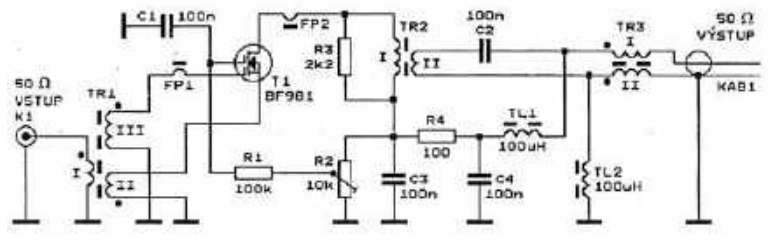

Rys. 3. Schemat przedwzmacniacza antenowego HF
do kompensacji strat kabla koncentrycznego o długości do 200 m. Impedancja we/wy urządzenia wynosi 50 Ω, a wzmocnienie napięciowe 20 dB. Schemat układu elektronicznego pokazuje **rysunek 3**. Tranzystor MOSFET BF981 (T1) pracuje z niewielkim ujemnym sprzężeniem zwrotnym w obwodzie źródła, co skutkuje większą odpornością na przesterowania oraz mniejszymi szumami własnymi. Punkt pracy stopnia jest ustalany napięciem polaryzacji drugiej bramki za pośrednictwem potencjometru R2. Każdy z transformatorów jest nawinięty drutem DNE0,2 na dwuotworowym rdzeniu ferrytowym BN-73-202. Liczby zwojów cewek transformatora wejściowego TR1 wynoszą odpowiednio: I–3, II–2, III–14. Uzwojenie pierwotne TR2 ma 11 (I) zwojów, a wtórne 2 (II) zwoje drutu. Z kolei transformator zasilający TR3 jest nawinięty bifilarnie 2×8 zwojów. Zasilanie układu 13 V/11 mA jest podawane poprzez kabel koncentryczny (plus po środkowej żyle i minus po oplocie kabla). Po stronie zasilacza musi być podobny układ z transformatorem TR3, rozdzielający sygnał od zasilania.